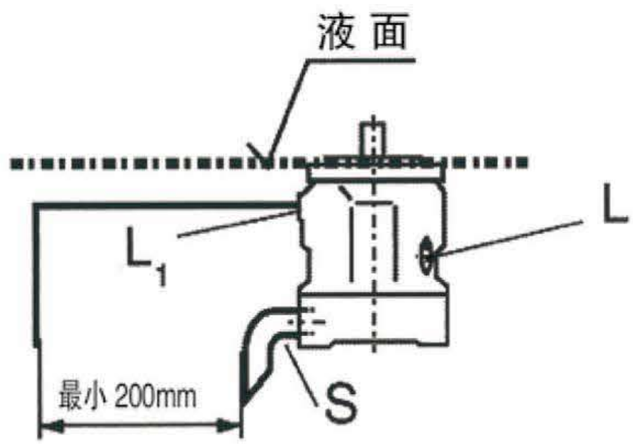

图1
a)当油箱的最低液面高于或等于安装法兰面时,将 “L”堵死，而将“L_1”和进油口“S”打开, 建议按图1配管。